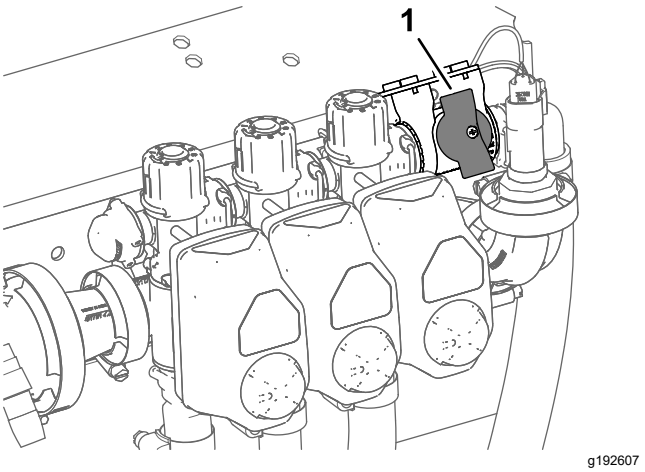

**Bild 42**
2. Drehen Sie das Handrad für das Abstellventil des Sicherheitsventil des Abschnitts in die geschlossene Stellung (Bild 42).